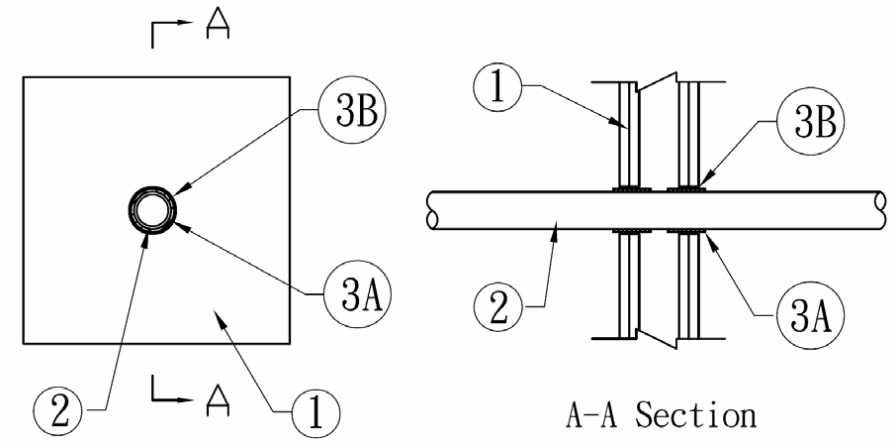

Figure 1. Through Penetration Firestop System
1. **SUPPORTING CONSTRUCTION:** Refer to Figure 1. Opening size shall be 5/8 in. larger than the OD of the penetrating pipe. Create a round through-opening in a symmetrical, Code-conforming, 2 hour fire-rated wall assembly consisting of the min. construction features of one of the following options:
2. PENETRATING ITEM: Refer to Figure 1 and Table 1. Position a max. 2 in. diameter plastic pipe in the opening made in the Supporting Construction (Item 1). Use any of the following pipe types in Schedule 40 or thinner: ABS, PVC, or RNC. Establish an annular space, per Table 1, between the Penetrating Item and the Supporting Construction (Item 1).